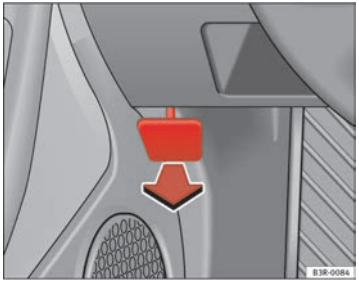

Fig. 167 Detail of foot-well area on driver's side: lever for unlocking the bonnet.
– To release the bonnet, pull the lever under the instrument panel ⇒ fig. 167 in the direction indicated (arrow).